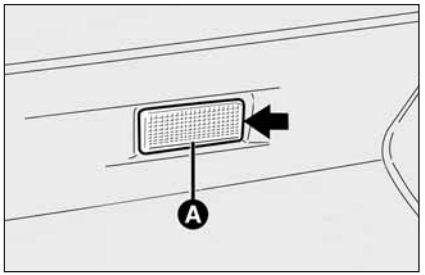

fig. 42
- ❒ saque la lámpara **A-fig. 42** haciendo palanca en el punto indicado por la flecha;